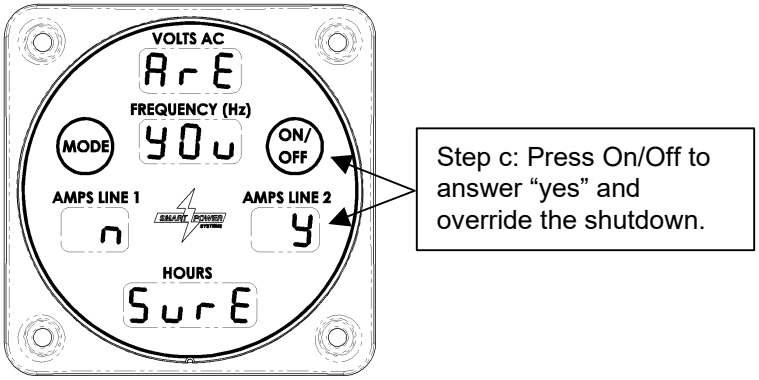

Figure 24 – Hot Oil Override Confirmation Display
c. If your answer was "yes" in the previous step, the confirmation screen shown in Figure 24 will be displayed. Again, note the y and n labels below the Mode and On/Off switches. Press the On/Off switch to answer "yes" and override the shutdown. Press Mode to answer "no" and proceed to the oil temperature display.